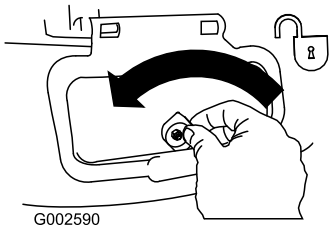

Figur 27
1. Lossa sidoutkastarluckan (Figur 27).